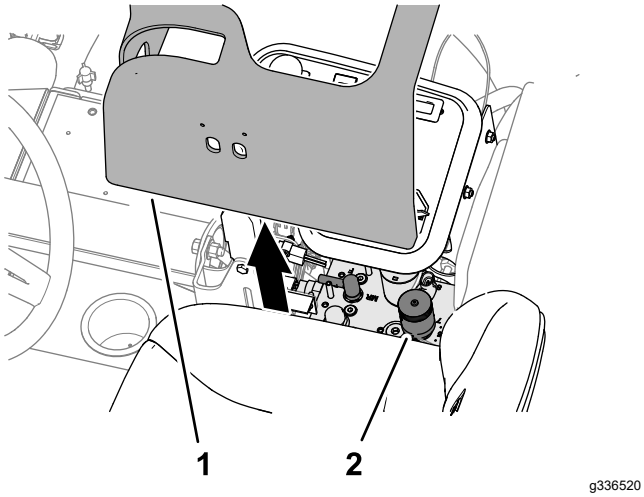

Rysunek 48
2. Zdejmij pokrywę z ramienia sterowania (Rysunek 48).